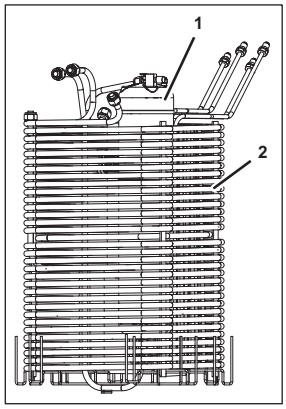

Fig. 64
19. Lift the cooling coil basket (Fig. 64/2) with carbonator tank (Fig. 64/1) out of the unit.
22. Lift the carbonator tank (Fig. 64/1) up and out of the cooling coil basket (Fig. 64/2).
23. Position the new carbonator tank (Fig. 64/1) within the cooling coil basket (Fig. 64/2).
24. Attach the carbonator tank (Fig. 64/1) to the cooling coil basket (Fig. 64/2) using a cable tie.
25. Make sure the carbonator tank (Fig. 64/1) is firmly placed against the cooling coils.
28. Position the cooling coil basket (Fig. 64/2) with carbonator tank (Fig. 64/1) within the unit.